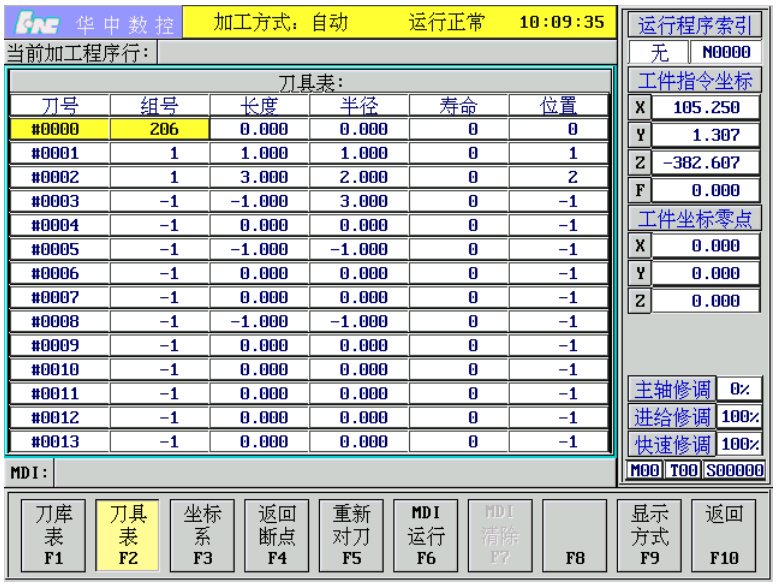

图 4.3.1 刀具数据的输入与修改
(1) 在 MDI 功能子菜单下(图 4. 0. 1)按 **F2** 键，进行刀具设置，图形显示窗口将出现刀具数据，如图 4.3.1 所示；